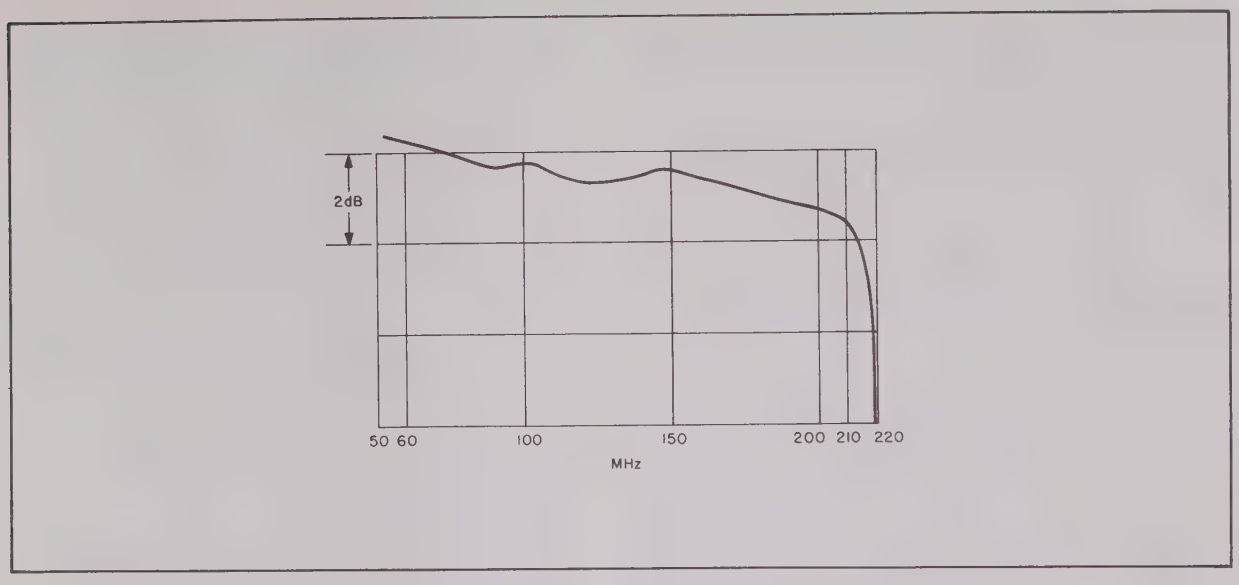

Figure 4-18. Low Pass Filters A2A5 and A2A6, Frequency Response
c. Adjust A2A5C2, A2A5C3 and A2A5C5 to obtain a response similar to that illustrated in figure 4-18.
c. Adjust A2A6C2, A2A6C3 and A2A6C5 to obtain a response similar to that illustrated in figure 4-18.